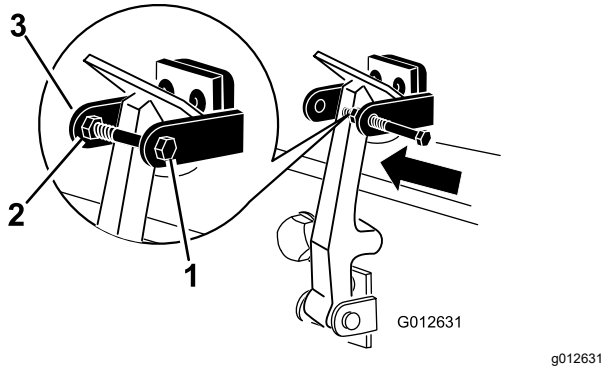

Figuur 18
7. Schroef de bout in de andere arm van de vergrendelbeugel om de sluiting te vergrendelen (Figuur 18).